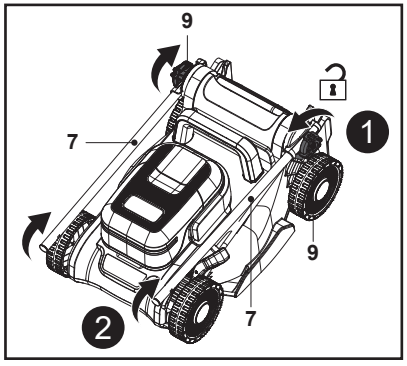

Fig. 1
2. Afloje el mando de bloqueo (9) girándolo hacia la izquierda sin llegar a retirarlo del todo; a continuación, despliegue la barra inferior del manillar (7) (Fig. 1, pasos 1 y 2).